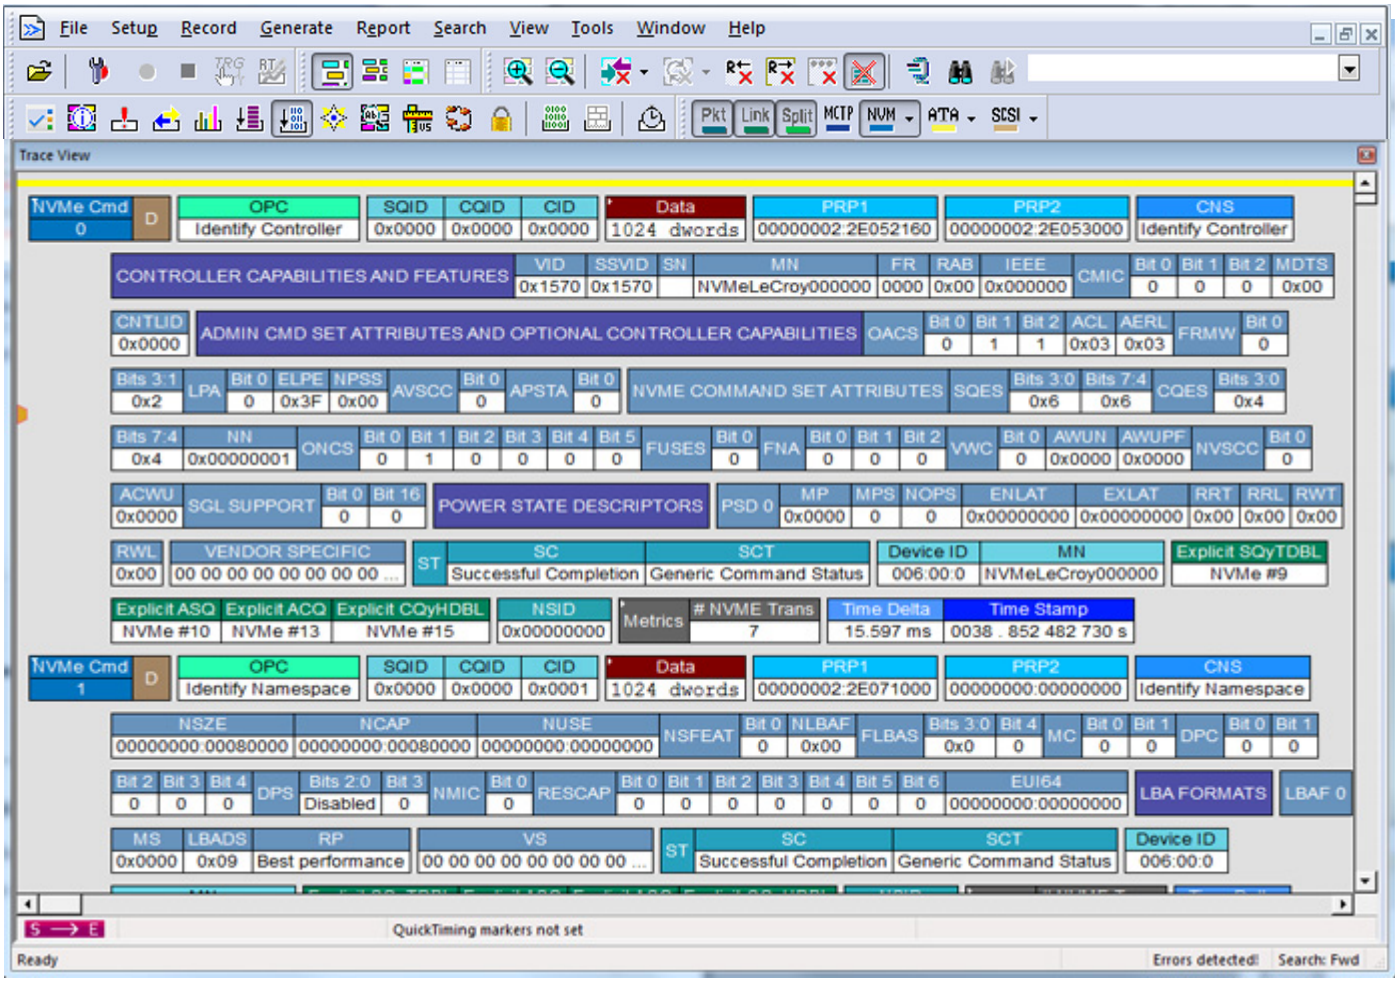

Figure 6.62: NVMe Trace Loaded
2. Select Packet, Link, Split, NVMe, Hide Unrelated Traffic and View -> Wrap to produce the following display (see Figure 6.62).